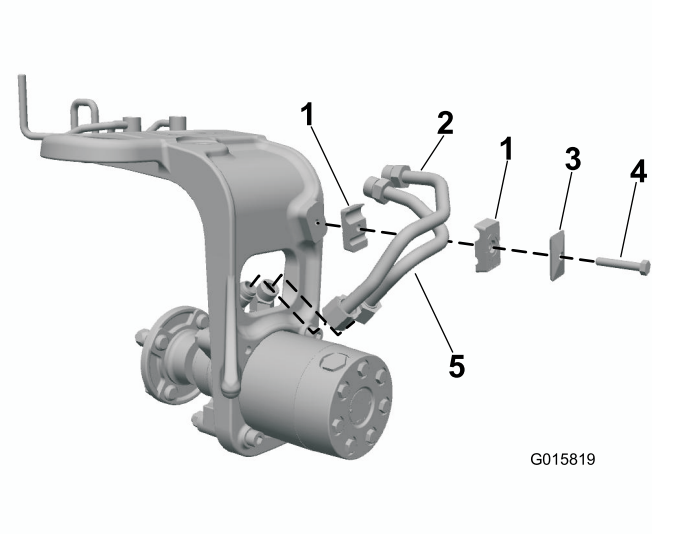

Figur 6
1. Monter stålhydraulikkledningene til hjulmotorkoblingene (Figur 6).
2. Fest rørklemmene til styregaflene. Juster denne enheten så den sitter riktig med hydraulikkoblingene og rørklemmene (Figur 6).
3. Fest rørklemmene med en dekkplate og bolter (5/16 x 1¾ tomme), som vist i Figur 6.